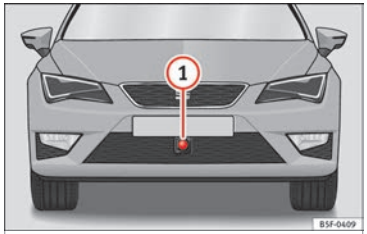

Fig. 195 En el paragolpes delantero: sensor de radar.
En el paragolpes delantero va montado un sensor de radar para captar la situación del tráfico »» **fig. 195** (1). Este sensor permite detectar vehículos que circulan por delante a una distancia de hasta 120 m aproximadamente.